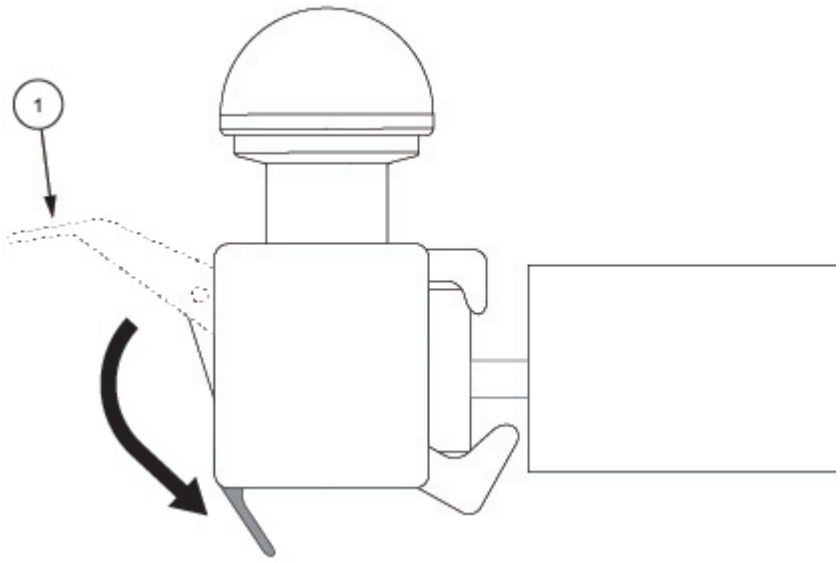

Figura 7-7. Instalación del joystick
3. Cierre la pestaña de anclaje (1) para fijar el joystick en el larguero de la mesa de quirófano. Consulte la *Figura 7-7*.